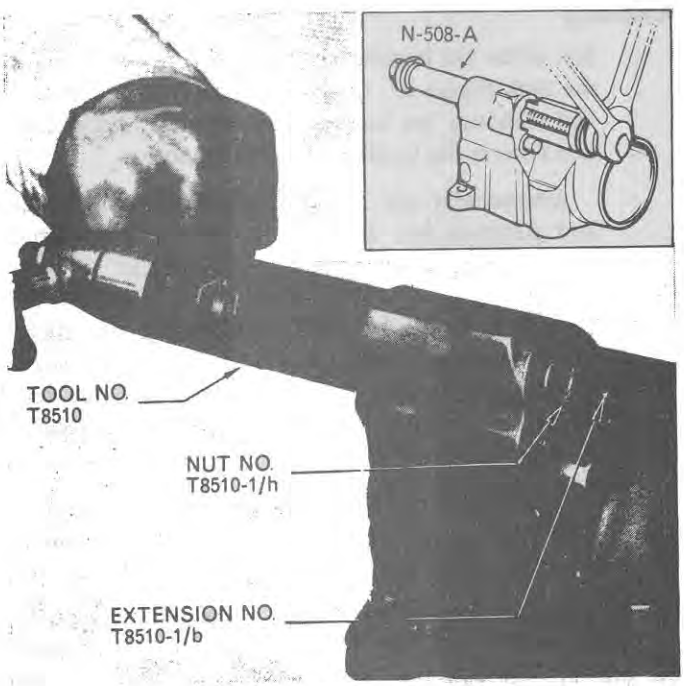

Figure 22
9. Attach the short threaded end of Extension No. T.8510-1/b to Lift Cylinder Bushing Remover and Replacer No. T.8510 and pass the Extension through the control valve bushing so that the main tool remains at the front end of the cylinder. Screw the Special Nut T.8510-1/h on to the rear threaded end of the extension until it locates squarely on the rear face of the control valve bushing with the small taper on the front face of the nut located within the bushing to centralize the tool, Figure 22. Operate the wing nut of the tool and withdraw the bushing. Unscrew the Special Nut and remove the bushing from the Extension.
Alternatively use Lift Cylinder Bushing Remover and Replacer No. N-508-A to remove the control valve bushing as shown in inset—Figure 22.